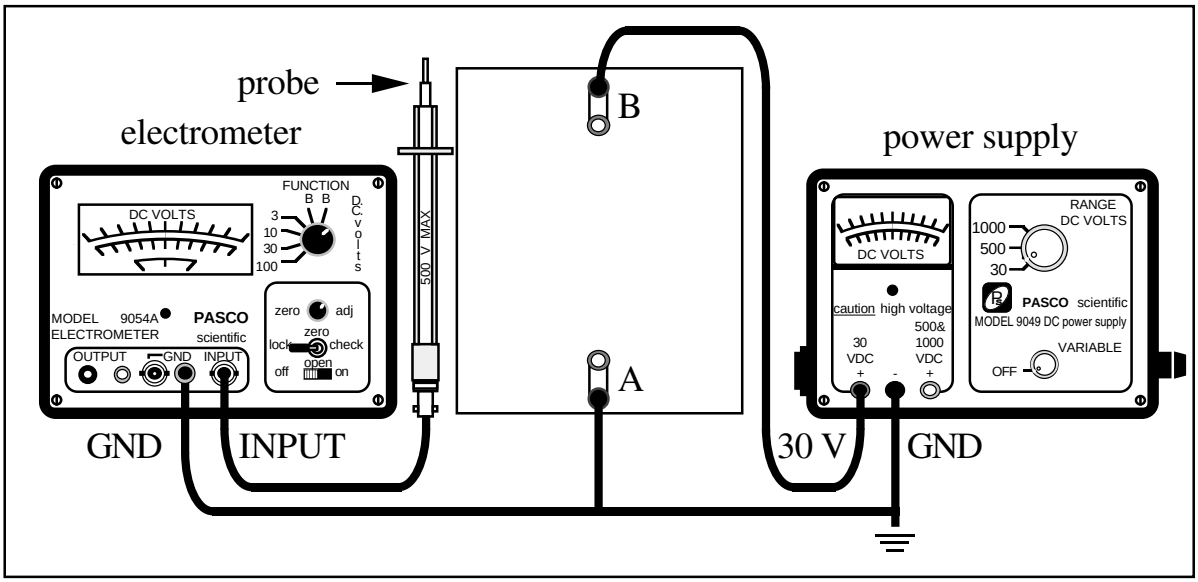

Figure 1: The apparatus.
3) With 24 volts across the terminals of the plotting board (as in Fig. 1) check the quality of your painted electrodes by using the electrometer probe to find whether there is an appreciable potential drop **along** the painted electrode when you have 24 volts **between** the electrodes.
4) With 24 volts connected as in Figure 1, ground the electrometer to the power supply ground. For the other electrometer lead use the sharp steel probe. Check the electrometer zero, and then move the sharp steel probe along the graphitized paper from the ground terminal A toward B until the electrometer reads +3 volts. (Hold the probe only by the insulated base, and avoid grounding the graphitized paper with your hand or you may get nonsensical results.) Press down on the sharp probe to record this location as a dot on the underlying white paper.
NOTE: Your results, in terms of the actual voltages may vary somewhat from the idealized sketch of Fig. 1 because of contact resistance, leakage currents and other losses. To compensate you can measure the voltage at points very close to the A and B electrodes to find values V_A and V_B respectively and then choosing voltage steps of $(V_B - V_A)/8$.
6) After you have drawn the equipotentials on the white sheet, dot in a few electric field lines (seven or so) as demonstrated in the right panel of Figure 1 (remembering that electric field lines are always perpendicular to equipotential contours.) latex